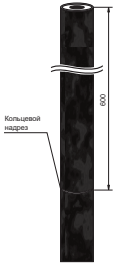

Рисунок 1
4.1 Распрямить и очистить от пыли и грязи конец кабеля на длине 1000 мм. На расстоянии 600 мм от конца кабеля выполнить кольцевой надрез на шланге кабеля, а затем продольный вертикальный надрез (рисунок 1).